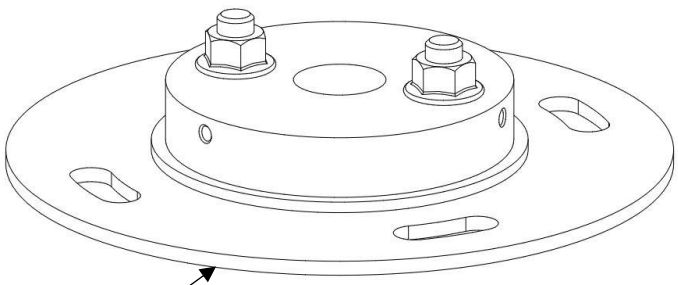

Fig.4
Step 2: Lose the M5 screw on Pole and separate the base assembly (Fig.4) from the pole.